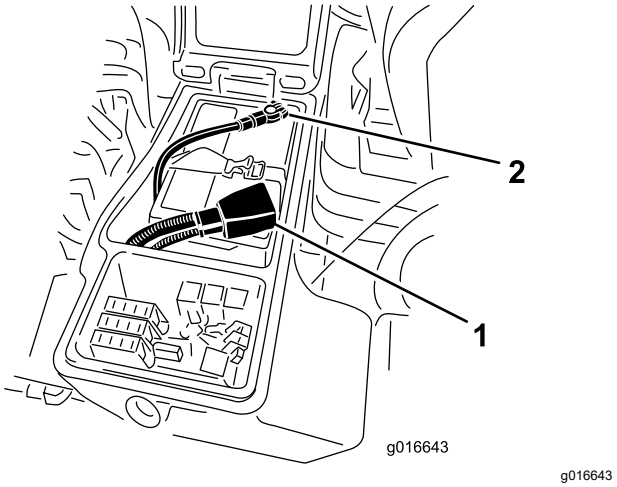

**Рисунок 95**
6. Подсоедините положительный кабель (красный) к положительной клемме (+), а отрицательный кабель (черный) — к отрицательной (–) клемме аккумуляторной батареи(Рисунок 95).